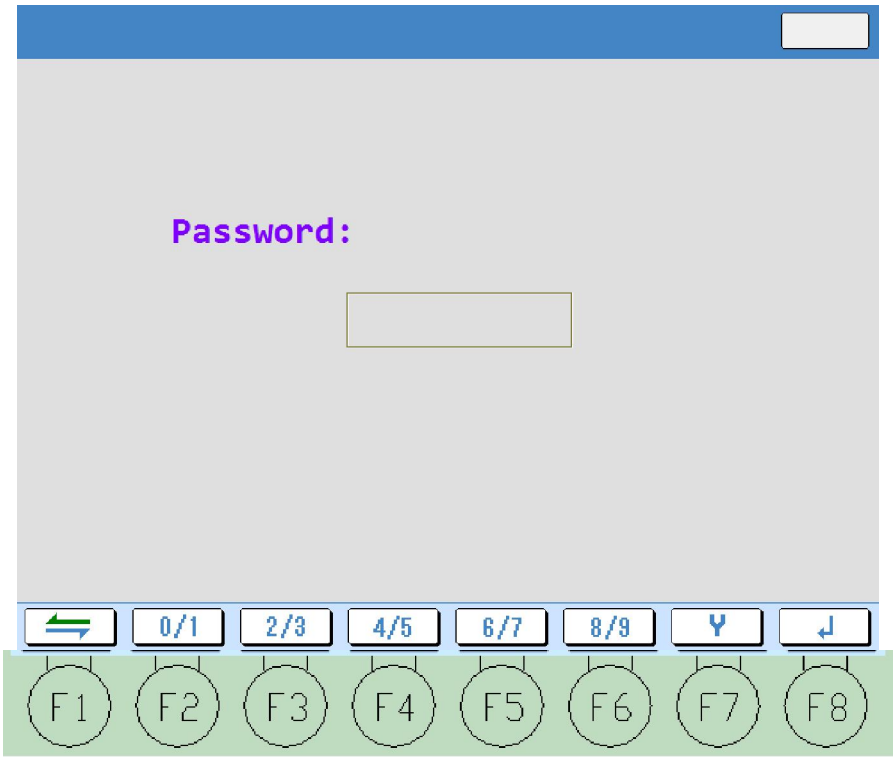

Fig. 11 Password input
- Press function key F7 "Y" to switch to Fig. 11;